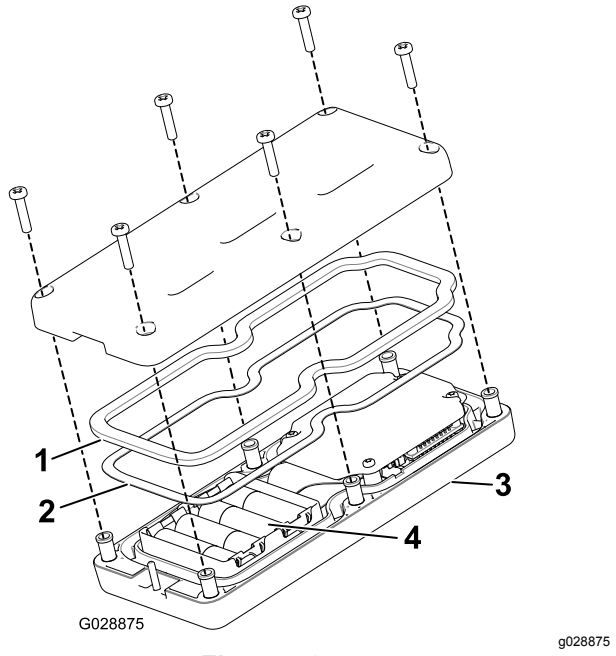

Figuur 46
3. Verwijder de 6 schroeven van de achterkant van de afstandsbediening en verwijder het deksel (Figuur 46).
5. Let op de polariteit van de batterijen terwijl u deze plaatst. Op het draagtoestel staat de polariteit van de contacten aangegeven (Figuur 46).
6. Als u per ongeluk de rubberen afdichting en de stalen pakking hebt verwijderd, moet u ze zorgvuldig terug plaatsen in de groef in de afstandsbediening (Figuur 46).
7. Plaats het deksel terug en bevestig het met de 6 schroeven die u eerder hebt verwijderd (Figuur 46) en draai deze vast met een torsie van 1,5 tot 1,7 N·m.